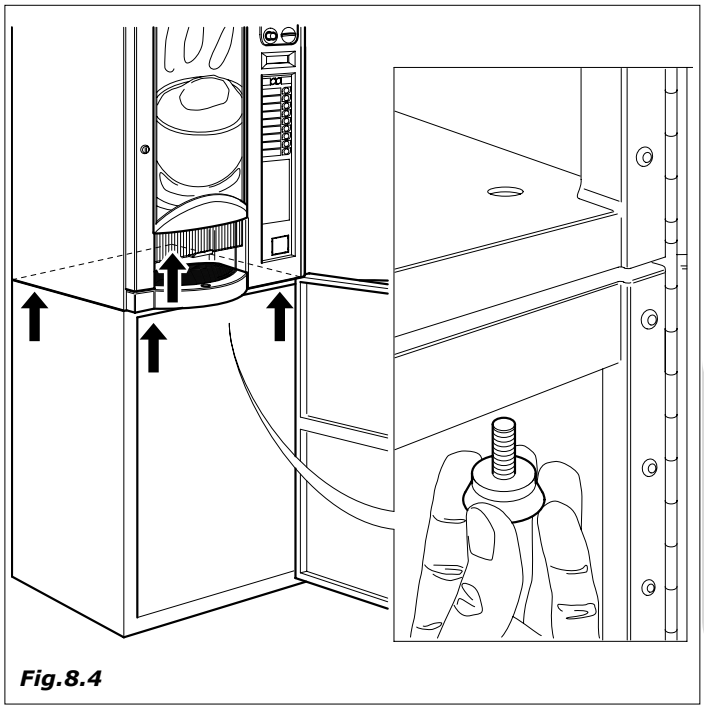

Fig.8.4
- utilizar os 4 pezinhos anteriormente desparafusados para fixar o distribuidor ao móvel (*Fig. 8.4*)